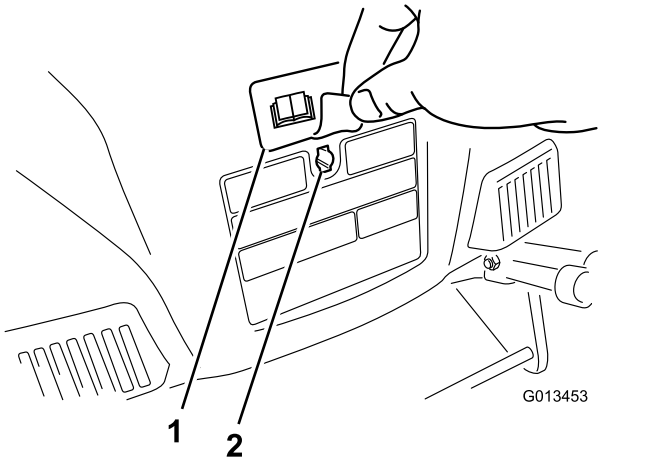

**Bild 5**
3. Entfernen Sie den Aufkleber, mit dem das gekeilte Loch hinten am Gehäuse abgedeckt ist (Bild 5).